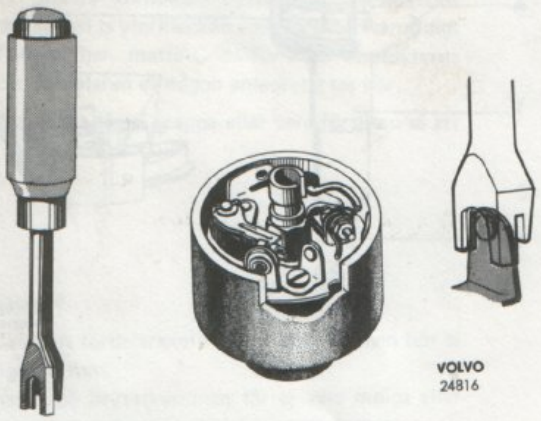

Bild 116. Justering av kontakternas anliggning
7. Kontrollera att brytarkontakterna ligger rätt i höjdled samt att de ligger plant. Planskränkningen sker med skränkverktyg, (t.ex. Bosch EFAW 57 A) endast den fasta kontakten får böjas. Jfr. bild 116.
Se till att brytarkontakterna ligger rätt i höjdled samt att de ligger plant. Planskränkning sker med skränkverktyg (t.ex. Bosch EFAW 57 A) endast den fasta kontakten får böjas, jfr bild 116.